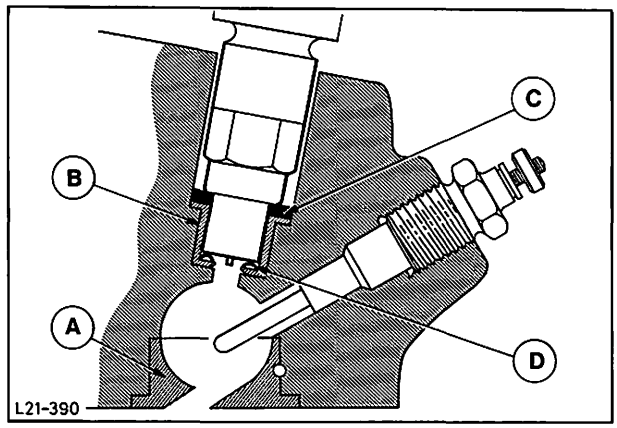

Abb. 6 Kraftstoffeinspritzdüse im Zylinderkopf
7. Neuen Dichtring und neuen Wärmeausgleichring mit der Wölbung nach oben einsetzen, Abb. 6, und Einspritzdüsen mit vorgeschriebenem Drehmoment (siehe Technische Daten) anziehen.